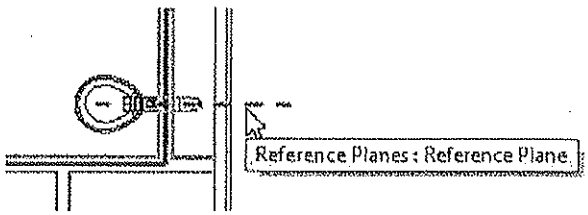

Figure 10–33
3. Using the alignment line of the toilet, draw a short reference plane across the WC as shown in Figure 10–33.